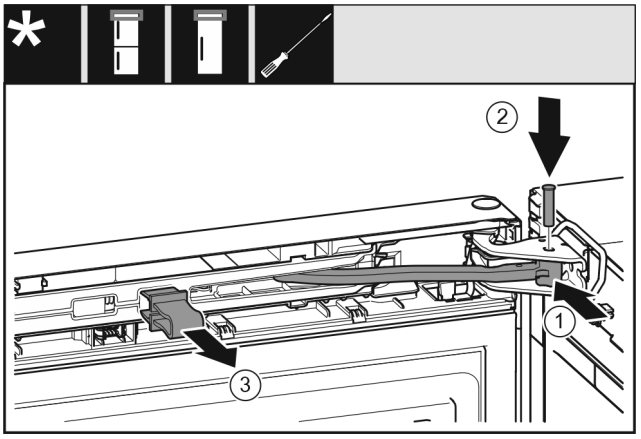

Fig. 25
▶ Gelenk *Fig. 25 (1)* in Lagerbock drehen.
▶ Bolzen *Fig. 25 (2)* in Lagerbock und Gelenk einsetzen. Dabei darauf achten, dass der Rastnocken korrekt in der Nut sitzt.
▶ Sicherung *Fig. 25 (3)* abnehmen.